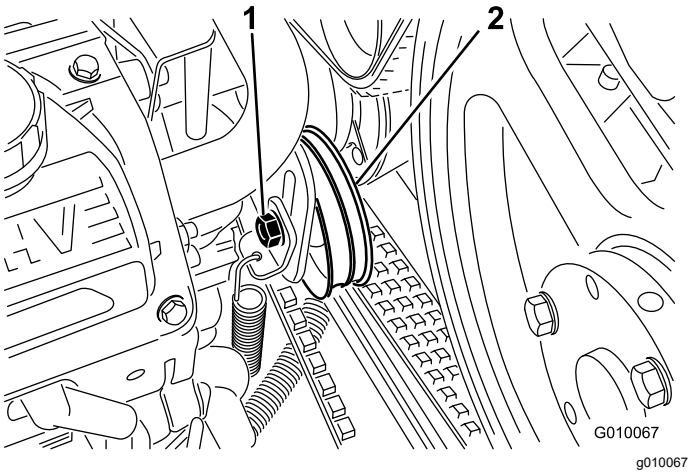

Rysunek 59
4. Poluzuj śrubę jałowego koła pasowego paska pompy na tyle, aby umożliwić ruch w granicach zakresu regulacji (Rysunek 59).